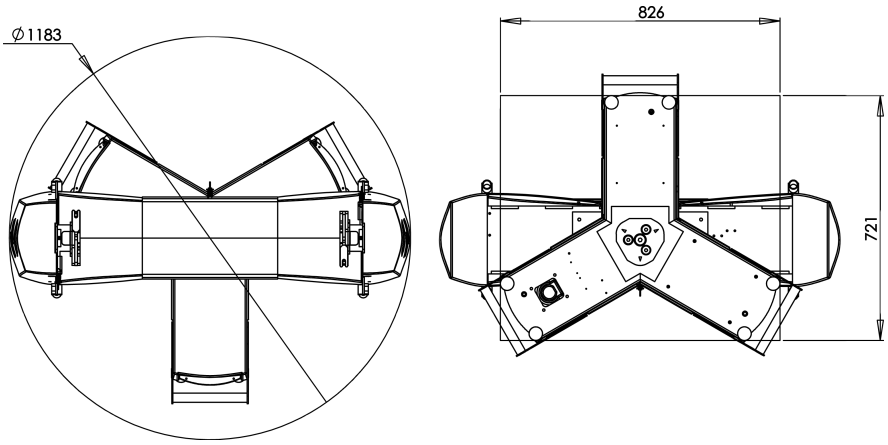

Figure 7-1 VIP Dual Footprint
- Footprint - see ***Figure 7-1***